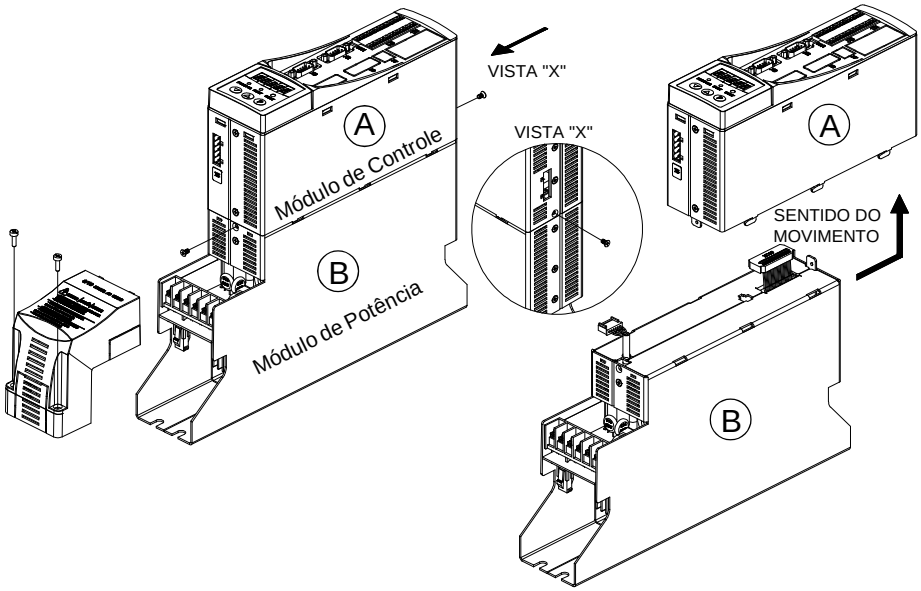

Figura 3.1 - *Remoção do módulo de controle*
Passo 1 - Conforme figura 3.1 desconectar cabos e conectores ligados na parte frontal, superior e inferior do módulo de controle (A). Separar o módulo de controle do módulo de potência (B), soltando os parafusos indicados na figura e, em seguida, desencaixando os módulos, realizando dois movimentos conforme indicado pelas setas. Desconectar então os cabos que ligam o módulo de controle ao módulo de potência.